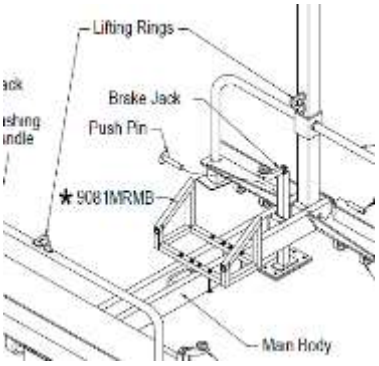

Fig. 2
b) Lift by using both of the lifting rings provided. (Fig. 2) DO NOT use lifting rings for fall protection.